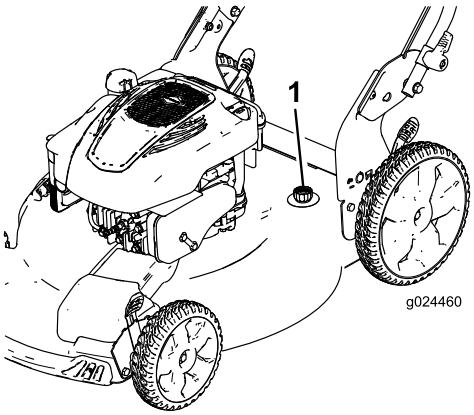

Figur 28
4. Fest en hageslange som er koblet til en vannkran, til vanninntaksporten (Figur 28).